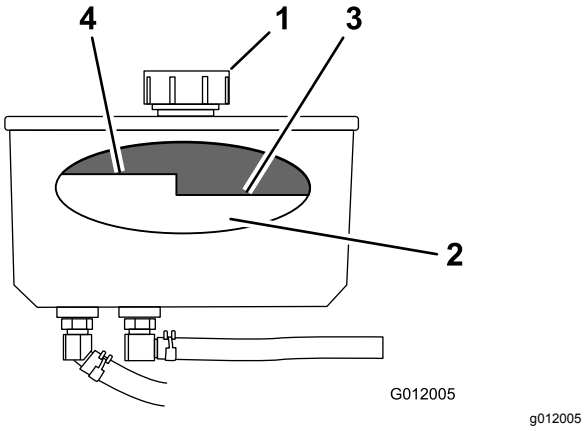

Figur 72
4. Rengör området runt hydraultankens lock och påfyllningsrör (Figur 72).
5. Skruva av tanklocket på påfyllningsröret (Figur 72).
Obs: Vätskenivån ska vara nedanför markeringen för het vätska på skärmen när vätskan är varm (Figur 72).